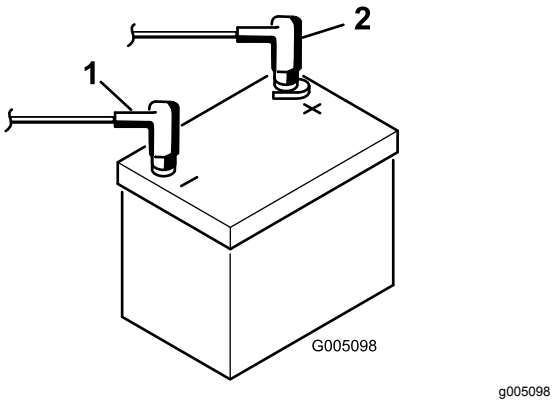

Figur 8
9. Anslut den röda pluskabeln till plusanslutningen (+) och den svarta minuskabeln till minusanslutningen (–) på batteriet, och fäst kablarna med bultar och muttrar (Figur 8). Förhindra eventuell kortslutning genom att trä gummiskon över plusanslutningen.